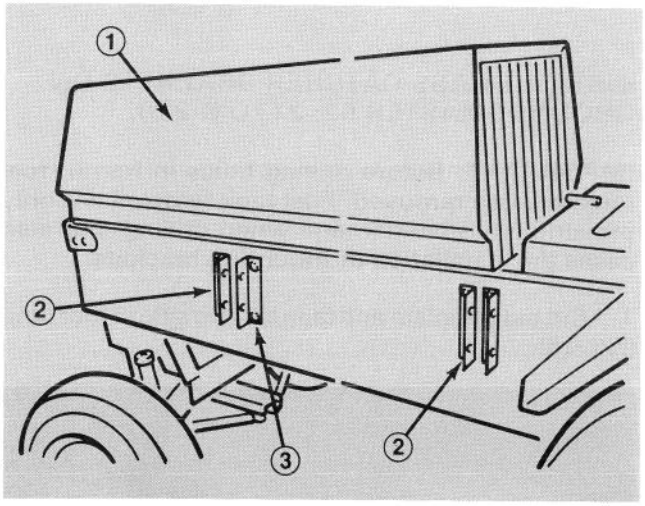

Figure 18
1. Position brackets over existing mounting holes as shown in Fig. 18. Mount brackets using (1) 3/8-16 x 2" lg. capscrews, (7) 3/8-16 x 1-1/4" lg. capscrews (8) 5/16 washers, and (8) 3/8-16 locknuts.